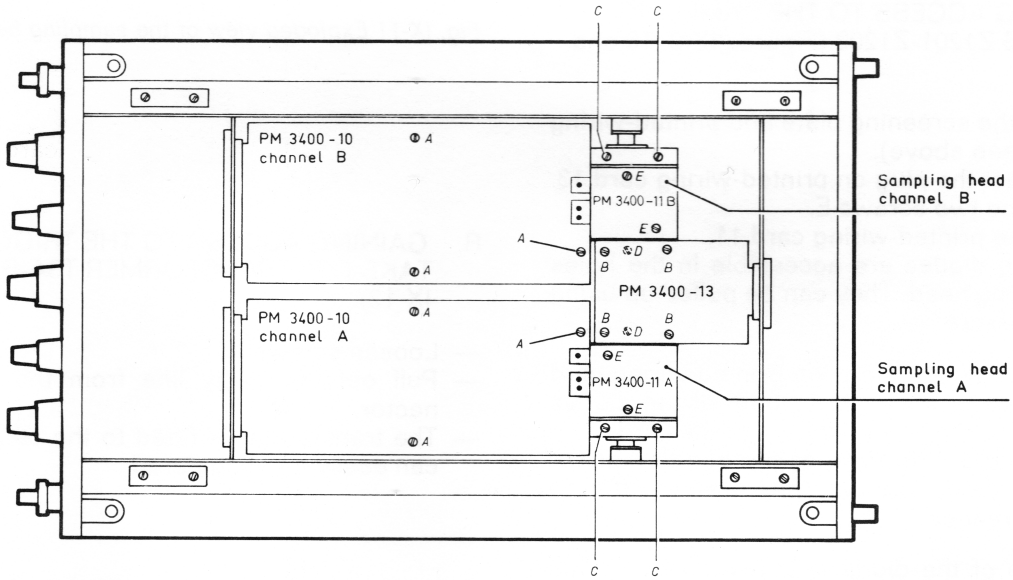

Fig. IX-9 Removing printed-wiring cards
— Remove the three screws A (see Fig. IX-9).
M. REMOVING PRINTED-WIRING CARD 13 (Fig. IX-9)
N. REMOVING THE SAMPLING HEAD Figures IX-9 and 10)
O. MOUNTING THE SAMPLING HEAD (Figures IX-9 and 10)
P. GAINING ACCESS TO THE SAMPLING DIODES Z1201-Z1202 (Figures IX-9, 10 and 11)